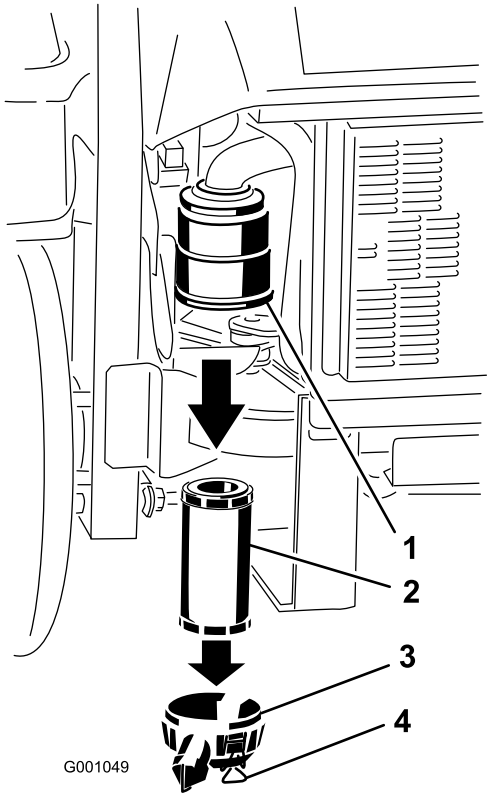

Figuur 35
3. Maak de sluitingen op het luchtfilter los en trek het luchtfilterdeksel van de luchtfilterbehuizing (Figuur 35).
5. Schuif het filter voorzichtig uit de luchtfilterbehuizing (Figuur 35). Zorg ervoor dat u niet met het filter tegen de zijkant van de luchtfilterbehuizing stoot.